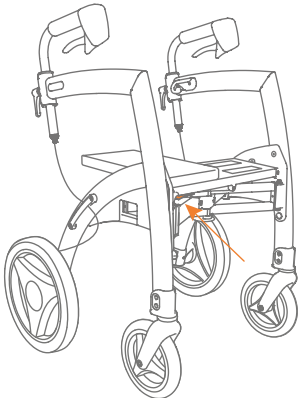
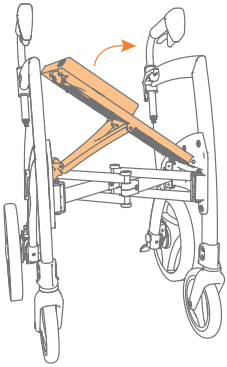

Figure 11A: Maintenir le bouton rouge enfoncé.
Figure 11B: **Soulever partiellement le siège.**
d. Appuyez sur le bouton rouge de déverrouillage situé en-dessous du siège **(Figure 11A)** et soulevez partiellement le siège **(Figure 11B)**.